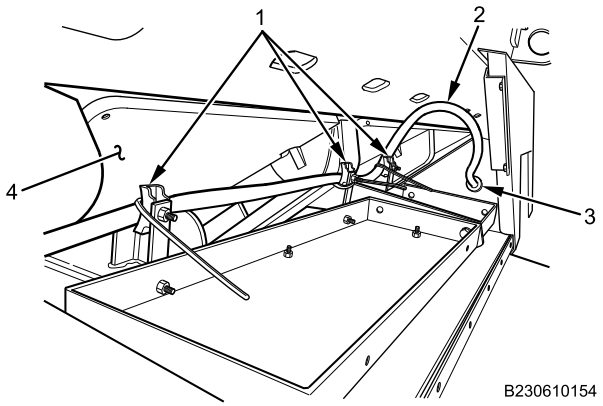

Figure 1. 110V Harness.
1. Remove and discard three cable lock straps (Figure 1, Item 1) securing harness (Figure 1, Item 2) to body (Figure 1, Item 4).
2. Pull harness (Figure 1, Item 2) through grommet (Figure 1, Item 3) and remove harness.